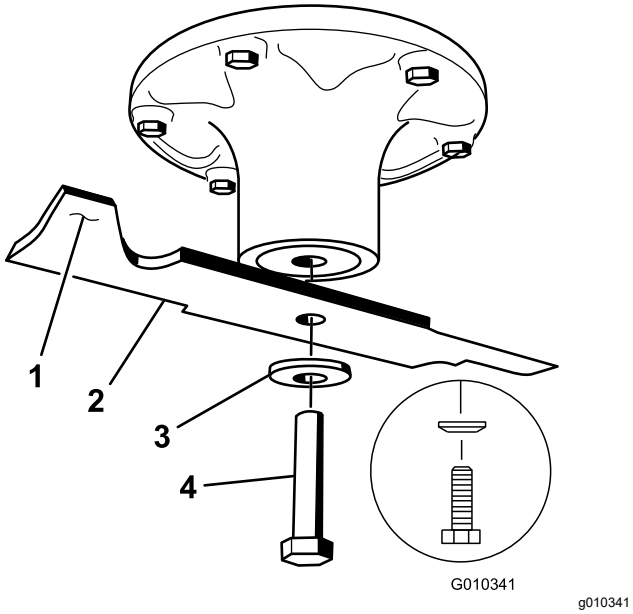

Rysunek 68
2. Odkręć śrubę ostrza, podkładkę wygiętą i zdejmij ostrze z wału wrzeciona (Rysunek 68).
1. Zamontuj ostrze na wale wrzeciona (Rysunek 68).
2. Załóż podkładkę falistą (stroną wypukłą do ostrza) i wkręć śrubę ostrza (Rysunek 68).